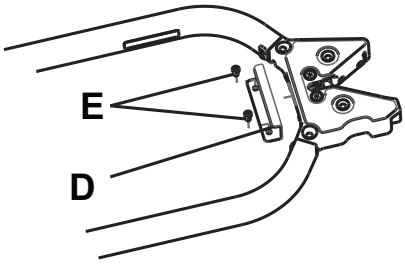

Afbeelding 16 – Opvangplaat
1. Gebruik een M6-inbussleutel om de meegeleverde opvangplaat (610000010015) (D) en twee M6-inbusbouten (E) (niet meegeleverd) direct achter de brancardbevestigingsgrendel te installeren (Afbeelding 16).